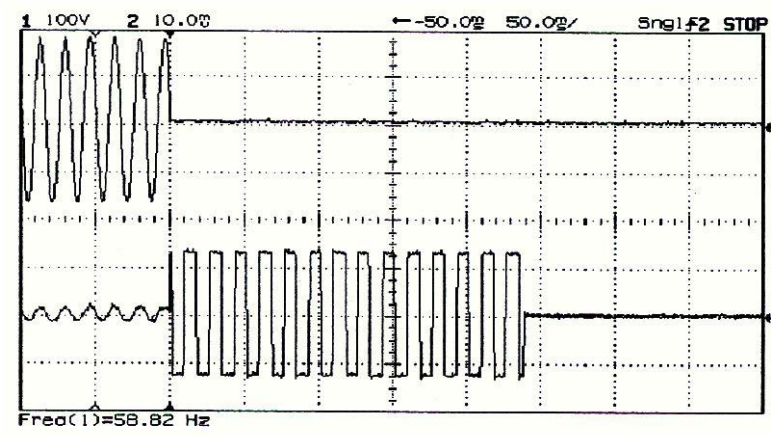

Figure 6 - INV2500-HS Overload CharacteristicFigure
12.4 Overload Characteristic. These inverters incorporate electronic shutdown circuitry; shutdown takes place during an overload, before the output circuit breaker trips. Figure 5 shows INV2500-HS output voltage and current waveforms for a full load step, sudden overload, and short circuit. Figure 6 shows shutdown time versus output current for both the INV2500-HS and INV2500H-HS.